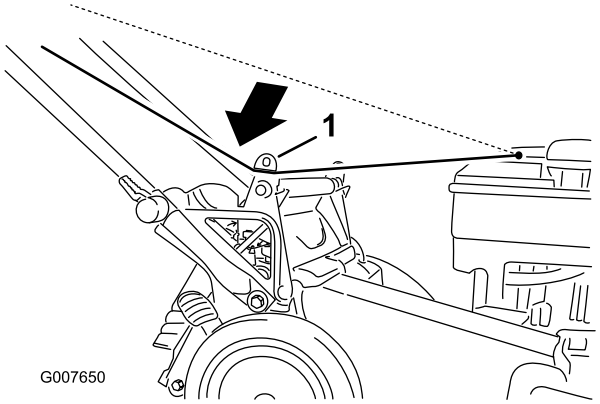

**Figuur 22**
1. Laat het startkoord rond de onderste koordgeleider lopen (Figuur 22).